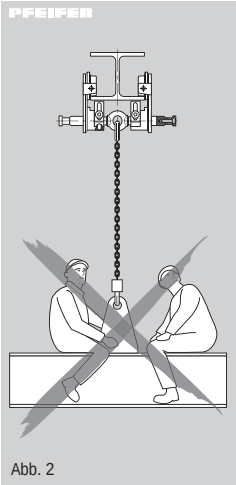

Abb. 2
- Die Benutzung des Fahrwerkes zum Transport von Personen ist verboten (Abb. 2).